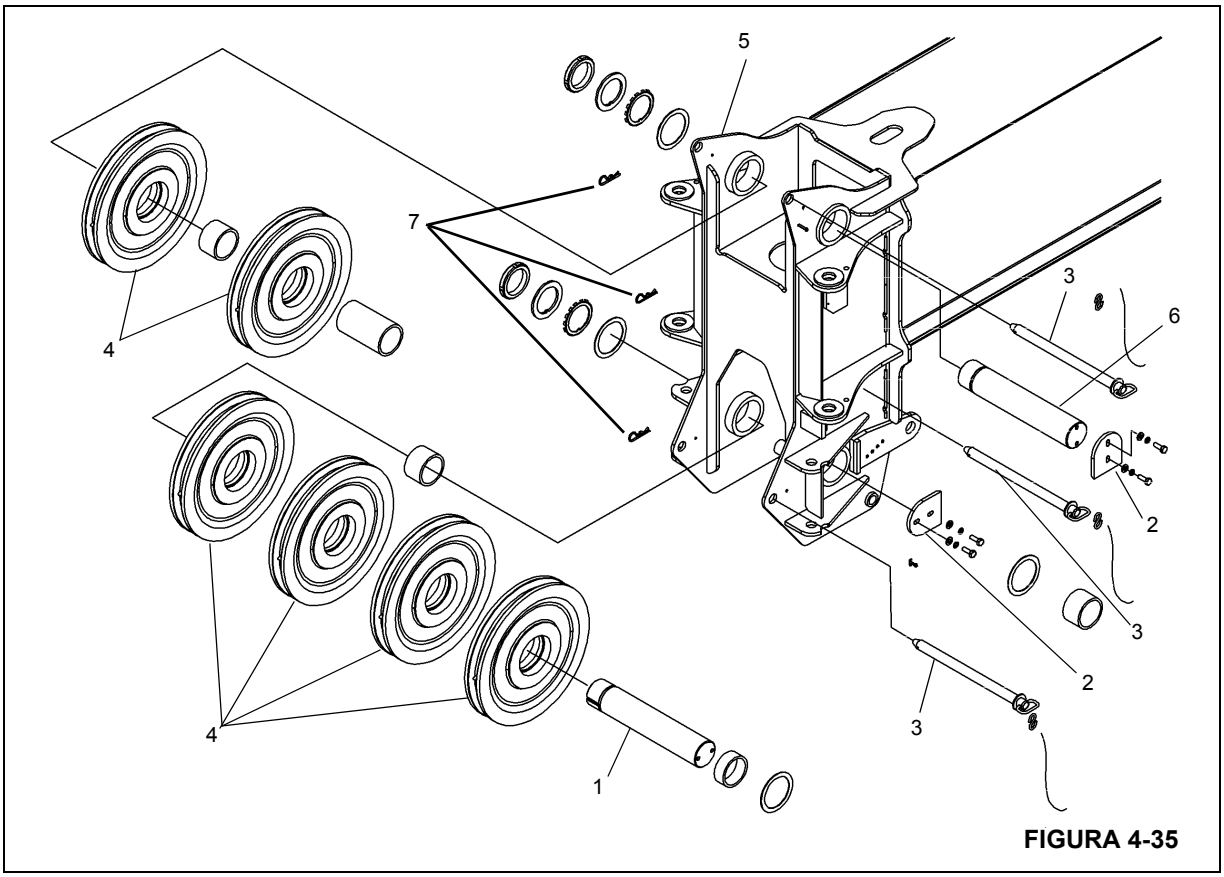

FIGURA 4-35
1. Retire los pasadores de pinza de los pasadores de retención del cable (Figura 4-35, 7) y retire los pasadores de retención (Figura 4-35, 3) de las partes superior e inferior de la punta de la pluma.
2. Saque los dos pernos que fijan la tapa terminal (Figura 4-35, 2) al eje de la polea superior (Figura 4-35, 6) de la punta de la pluma. Retire la tapa terminal.
3. Tire cuidadosamente del eje de la polea superior (Figura 4-35, 6) para retirarlo de la punta de la pluma, retirando los espaciadores y poleas de la punta de la pluma (Figura 4-35, 4). Observe la cantidad de espaciadores para la instalación.
1. Instale los espaciadores y poleas (Figura 4-35, 4) sobre el eje cuando se instalan los ejes de polea en la punta de pluma inferior (Figura 4-35, 5).
3. Instale la contratuerca, la arandela, la arandela chaveteada y los suplementos (de ser necesario) en el eje de la polea de la punta de la pluma con el lado biselado hacia fuera. Instale la tapa terminal (Figura 4-35, 2) en el extremo opuesto de los ejes de polea y fíjela en su lugar con los dos pernos.
6. Instale los pasadores de retención (Figura 4-35, 3) del cable en las partes superior e inferior de la punta de la pluma y fíjelos en su lugar con los pasadores de pinza (Figura 4-35, 7).